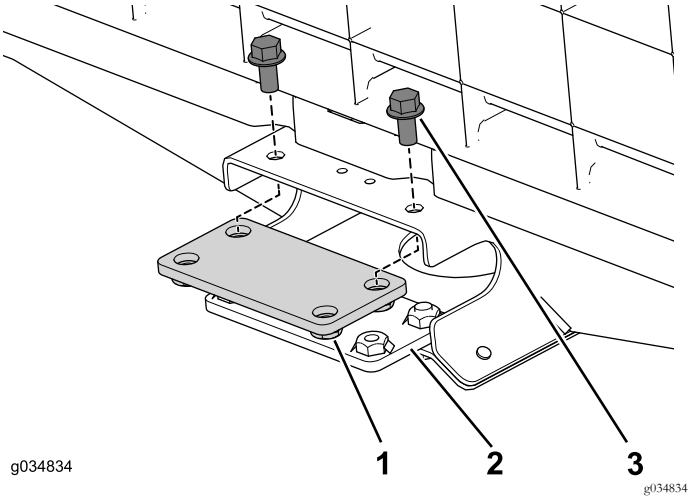

Figur 69
1. Montera de övre och nedre anslutningsplattorna löst på den främre delens mittkanal med de fyra flänsskruvarna (3/8 x 3/4 tum) (Figur 69).